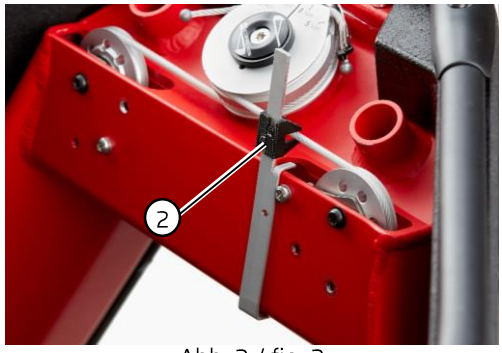

Abb. 2 / fig. 2
- Prüfgerät mittig zwischen Seilscheibe und rechter Spannrolle platzieren und beide Schieber ② bis an Lenkseil schieben (Bild 2).
- Place checking tool centered between pulley and right tensioning pulley and push both sliders ② to the cable (figure 2).